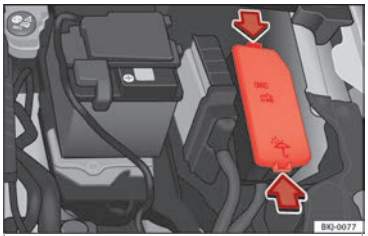

Rys. 71 W komorze silnika: pokrywa skrzynki bezpiecznikowej.
- Nacisnąć zaczepy blokujące w celu zwolnienia pokrywy skrzynki bezpiecznikowej ››› **rys. 71**